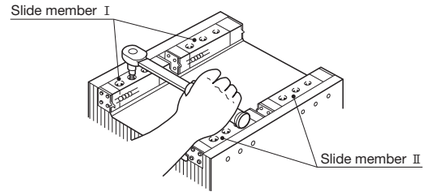

Fig. 36 Fixing of slide members
❸Fixing of slide members
- Tighten the mounting bolts and fix the slide member Ⅰ to the table while correctly fitting the reference mounting surface of the slide member to the mating reference mounting surface of the table. Temporarily fix the slide member Ⅱ. (See Fig. 36.)